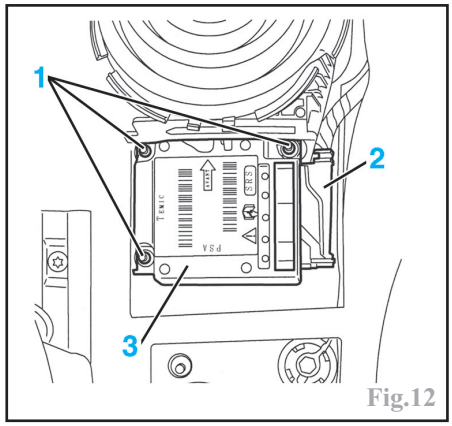

Fig.12
Déposer la console centrale et les 3 écrous (1) (Fig.12).